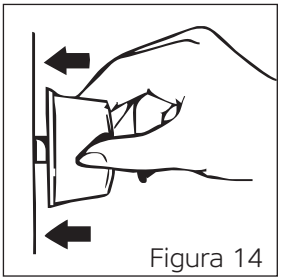
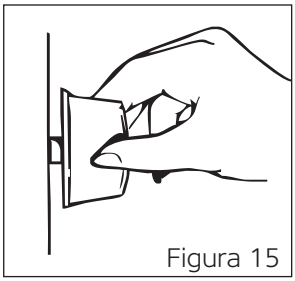
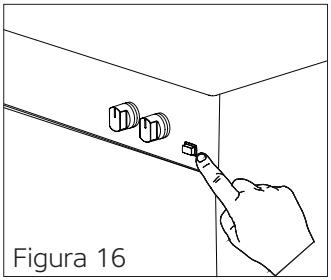

Figura 14
Figura 15
Figura 16
3. Para utilizar el quemador de cocina de su preferencia, pulse primero el mando en la dirección de la flecha y espere 5 segundos a que salga aire por los conductos (Véase figura 14).
En Los Modelos Con Encendido Manual; puede encender el quemador de cocción de su preferencia con un encendedor (Cerilla, mechero) girando el pomo (Véase figura 15).
*** En Los Modelos Con Encendido (Automático) Con Un Pomo;** usted puede encender el quemador de cocción de su preferencia presionando el pomo en la dirección de la flecha (Véase figura 14) y girando el pomo (Véase figura 15).
*** En Los Modelos Encendidos Por Botón;** primero, pulse el botón en el panel de control (Véase figura 16). Luego, pulsando el pomo del quemador de cocción que prefiera en la dirección de la flecha, podrá encender el quemador de cocción (Véase la figura 14).